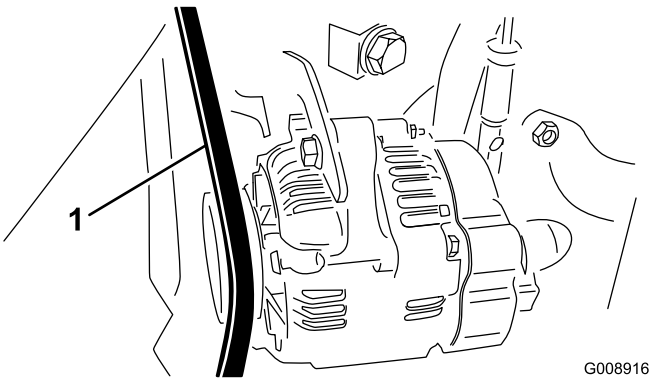

Figur 72
2. Kontroller spenningen ved å trykke ned remmen midt mellom generatoren og veivakselrullene med en kraft på 30 N·m (Figur 72).